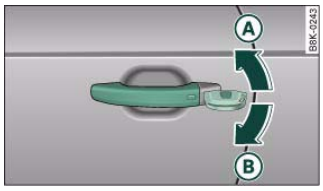

Fig. 38 Lock on driver's door
– Turn the key to position (A) ⇒ fig. 38 to unlock the vehicle.